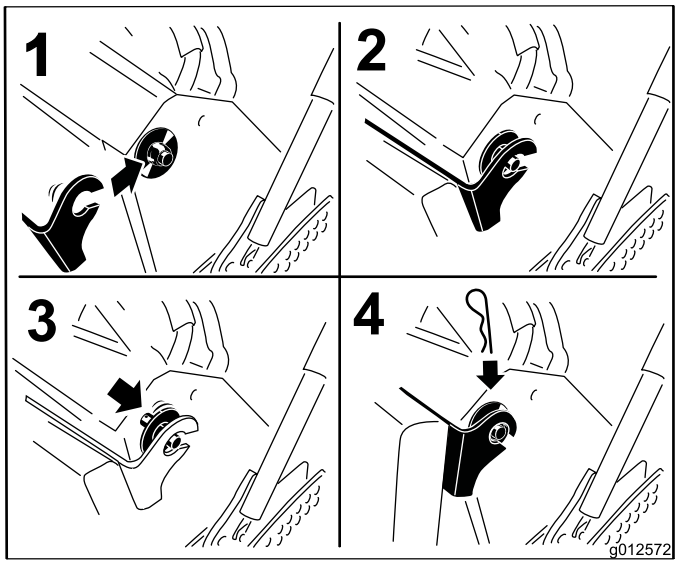

Figure 35
6. Relevez le coussin et engagez-le sur les goupilles de chaque côté de la machine (Figure 35).
7. Glissez les grandes rondelles et les douilles en plastique dans les supports du coussin et fixez-les en place avec une goupille fendue (Figure 35).